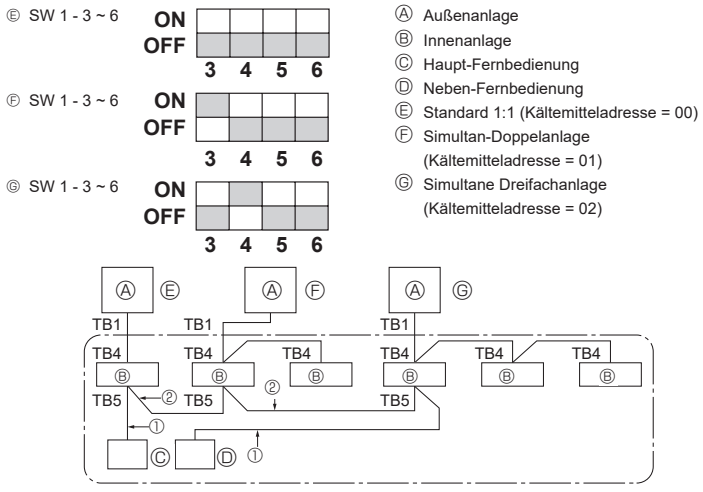

Fig. 9-1
9. Kontrolle des Systems (Fig. 9-1)